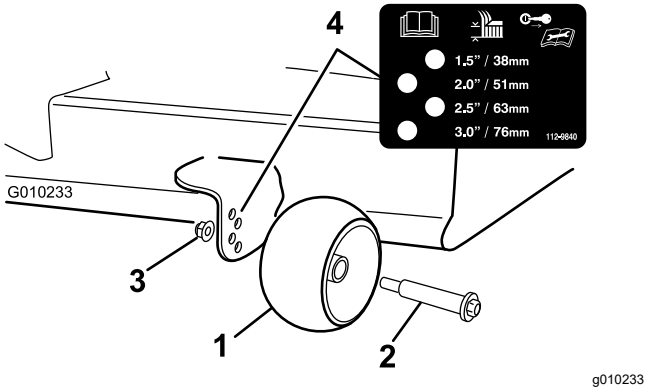

**Figure 29**
3. Adjust the anti-scalp rollers (Figure 29) to match the closest height-of-cut position.